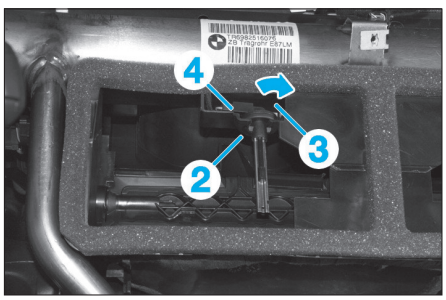

Fig. 51
• Tourner la sonde de température d'aération (2) dans le sens de la flèche et l'extraire du logement (3) par le haut **(Fig.51)**.
• Débrancher le connecteur (4).